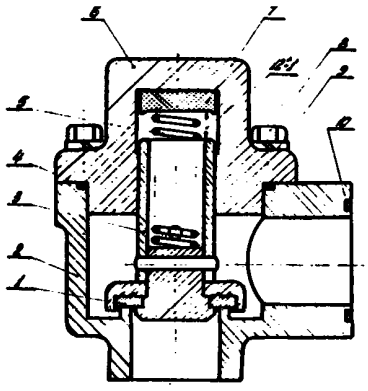

Рис.30. Обратный клапан:
28.I. Вывинтить болты 8 (рис.30), снять крышку 6, вынуть буфер 7, клапан 3 и пружину 5.